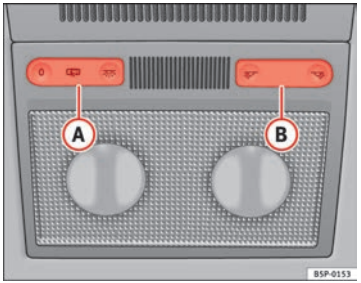

**Fig. 78 Interior roof trim: front interior lighting**
The switch ⇒ Fig. 78 (A) is used to select the following positions:
Push the switch to position O ⇒ Fig. 78.